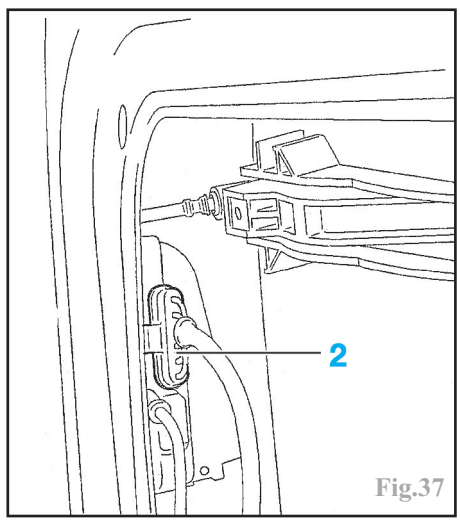

Fig.37
Débrancher le connecteur (2) du moteur de verrouillage (Fig.37).